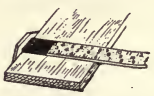

Fig. 75.
64. Measuring Lumber.—For measuring lumber in quantities, the lumber rule is a labor and time-saving devise. To measure a pile of lumber, the metal head of the rule is placed against the far edge of each board with the flexible blade against the surface across the width. Knowing the length of a board, the figure on the rule, that is even with the edge of the board and in line with the number at the end of the rule corresponding to the board's length, shows the board feet in that board. This applies to lumber one inch thick. If the lumber is two inches thick this figure must be multiplied by two. Fig. 75 shows a board which is one inch thick and fourteen feet long. The figure on the rule at the edge of the board and in line with 14 is 7. Therefore, the board contains 7 board feet of lumber.